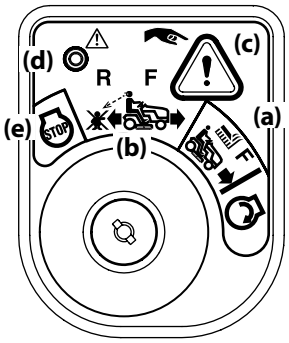

Figura 3-10
2. Gire la llave de la posición CORTE NORMAL (a) a la posición MODO DE PRECAUCIÓN EN MARCHA (b) del módulo de encendido. Vea Figura 3-10.
3. Oprima el BOTÓN DE MARCHA ATRÁS (c) en el ángulo superior derecho del módulo de encendido. La luz indicadora roja (d) que está en el ángulo superior izquierdo del módulo de encendido se mantendrá ENCENDIDA mientras esté activada. Consulte la Figura 3-10.